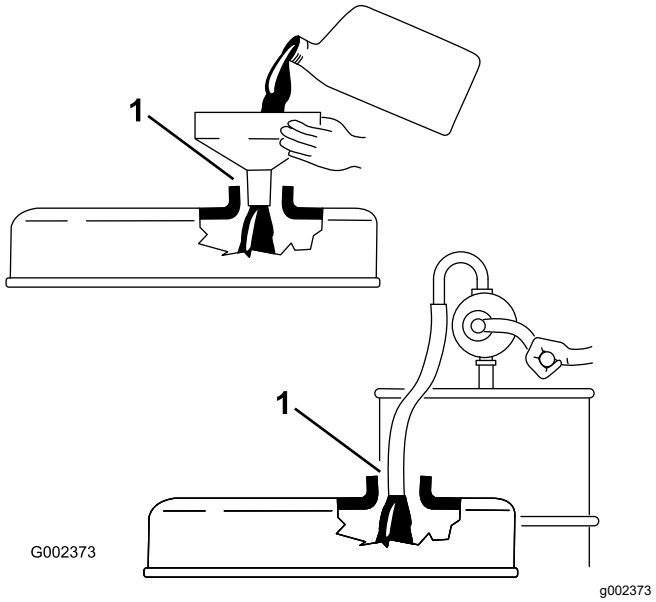

**Figur 16**
***Viktigt:*** **När du fyller på motorolja måste det finnas ett spel mellan oljepåfyllningsenheten och oljepåfyllningshålet i ventilkåpan; se Figur 16. Mellanrummet krävs för ventilation vid påfyllning, vilket hindrar att oljan rinner över i ventilatorn.**